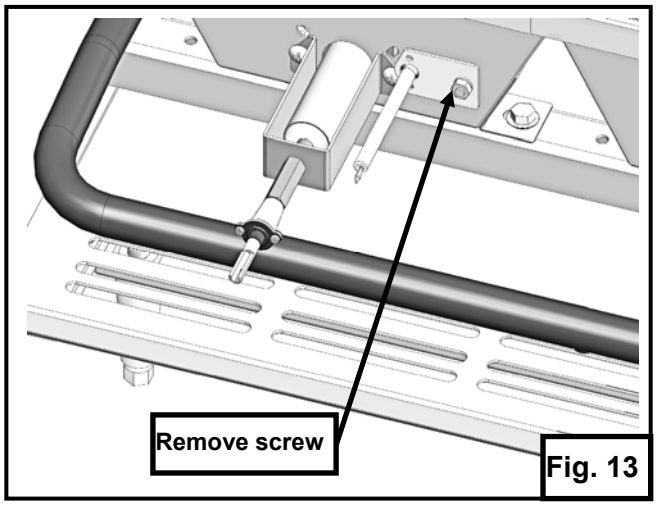

Fig. 13
4. Remove screw and nut from electrode bracket. Fig. 13.